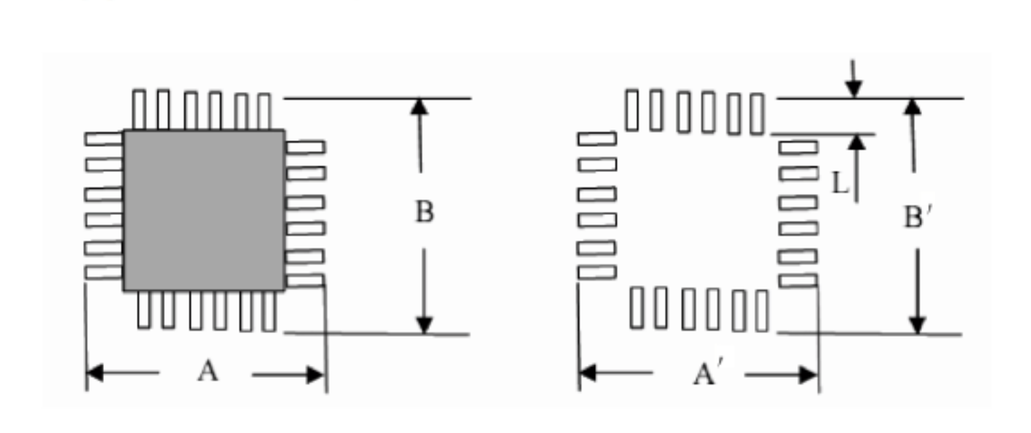

图 4-8　QFP 焊盘图形
⑥ QFP 元件封装如图 4-8 所示，设计的一般原则如下：